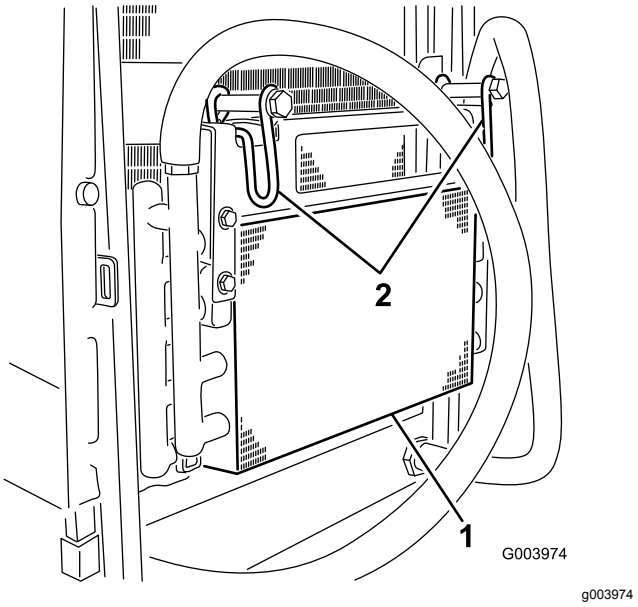

Figur 61
5. Vrid spärrhakarna inåt för att frigöra oljekylaren (Figur 61).